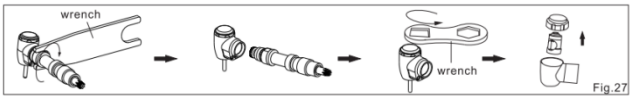

Fig.27
2) Pull out the headstock 3-piece set and unscrew the drive assembly (Fig . 27).
3) Locate the correct wrench tool on the head cap then turn the wrench counter clockwise to loosen the cap , remove the cap (Fig . 27).